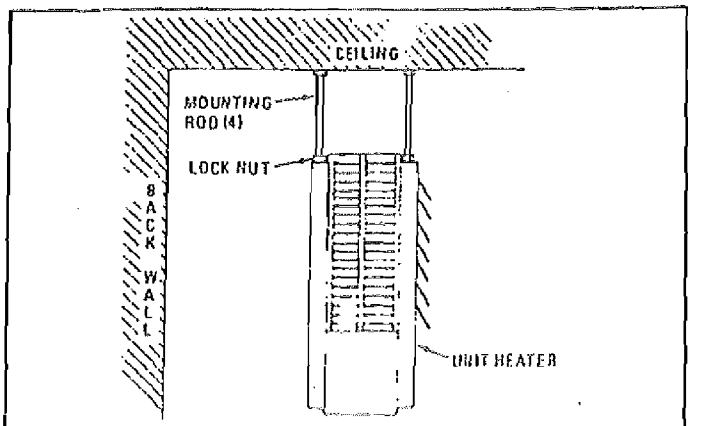

Figure 2. Horizontal Discharge Mounting
2. Install four threaded mounting rods in the threaded holes and secure in place using lock nuts as shown in Figure 2. (Refer to Table 3 for mounting rod thread size).